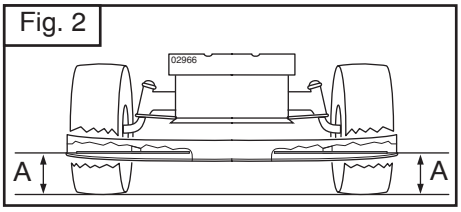

Fig. 2
3. Plaats aan beide zijden van de maaier het mes aan de zijkant en meet de afstand (A) van de onderste rand van het mes tot de grond. De afstand moet aan beide zijden hetzelfde zijn (Fig. 2).